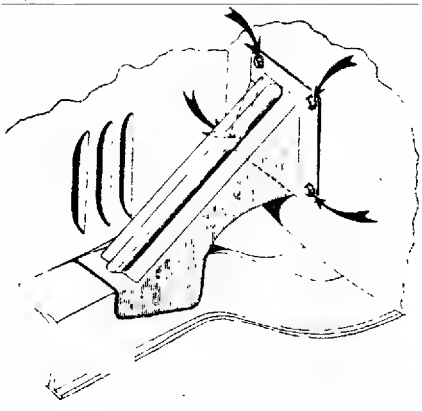

Рис. 4. **Болты крепления подкосов.**
6. Подтянуть восемь болтов крепления подкосов, идущих от лонжеронов к. переднему щиту (рис. 4).